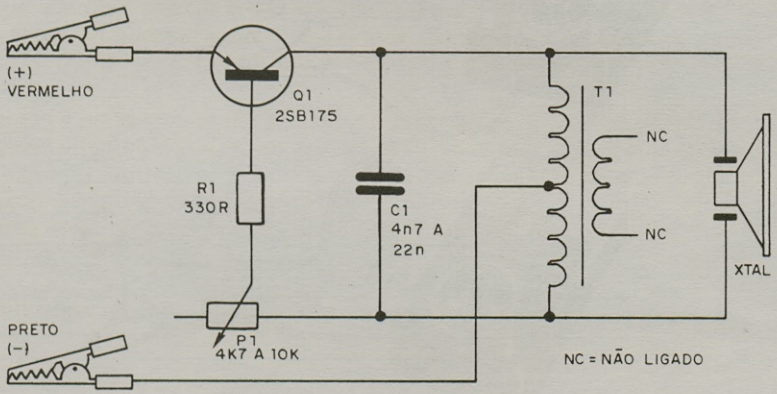
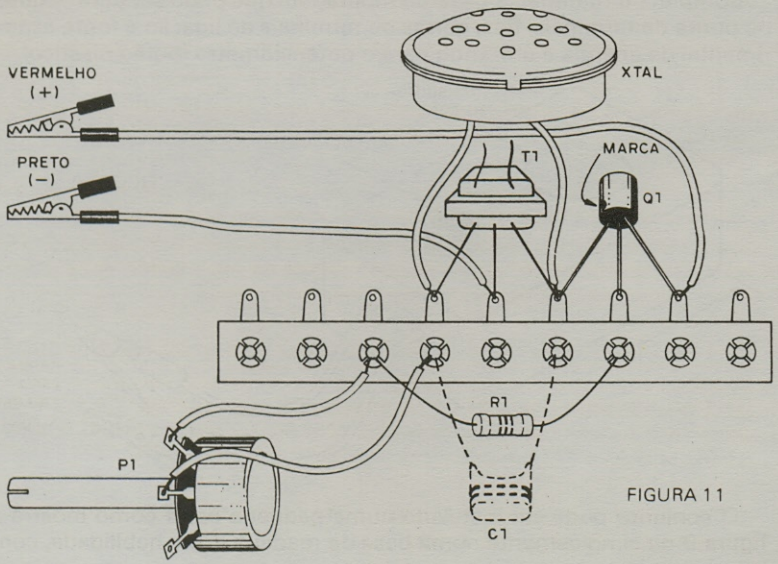

FIGURA 10
FIGURA 11
O diagrama completo do oscilador é mostrado na figura 10 e a montagem em ponte de terminais é dada na figura 11.
d) Eventualmente pode ser necessária a ligação de um capacitor entre os extremos do primário do transformador de saída. Este componente será soldado como indica a figura 11.